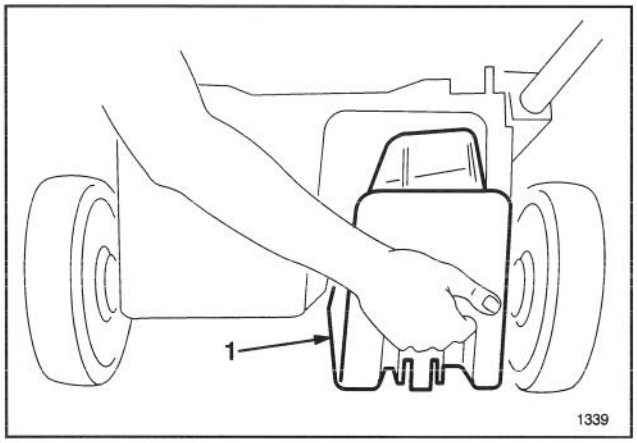

Afbeelding 9
2. Open het afvoerdeurtje en steek de afsluiter in de opening in de afvoerkoker (Fig. 9).